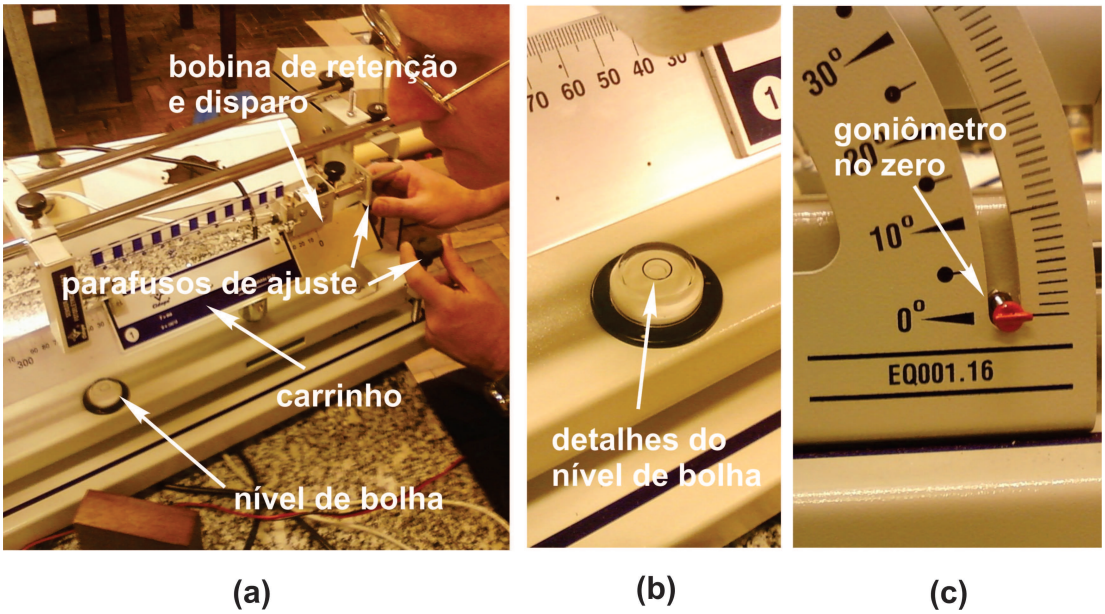

Fig. 4: Alinhamento mecânico do trilho de ar.
2. Caso seja necessário, utilize o nível de bolha para nivelar e alinhar mecanicamente o trilho de ar, como mostram as fotografias das Figs.4(a) e (b). Faça os ajustes para que o medidor de ângulo (goniômetro) fique no 0^0, como mostra a fotografia da Fig.4(c).